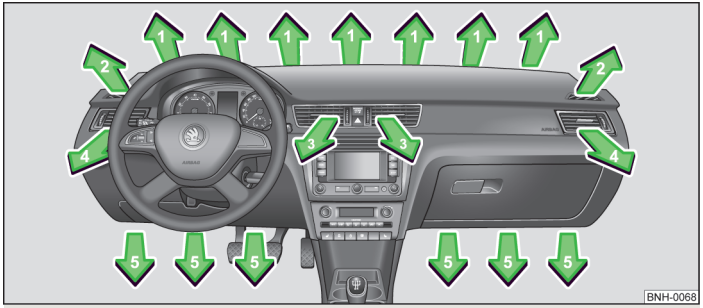
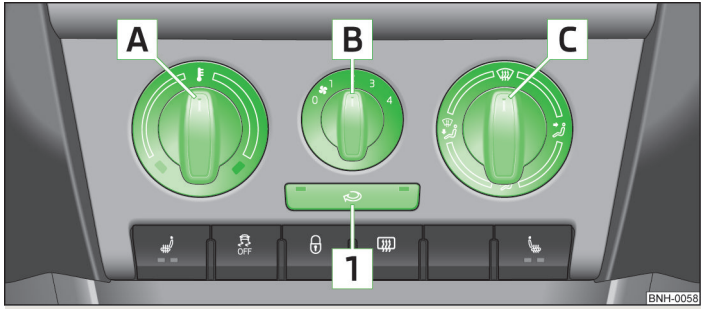

Fig. 58 **Air outlet vents**
Fig. 59 **Heating: Control elements**
› In order to change the strength of the air flow, swivel the horizontal lamellas with the aid of the moveable adjuster » Fig. 58.
Set the air supply to the individual vents with the air distribution control C » Fig. 59. Air outlet vents **3** » Fig. 58 and **4** can also be opened or closed individually.
› Turn the control dial A » Fig. 59 to the right to increase the temperature.
› Turn the blower switch B » Fig. 59 into one of the positions, 1 to 4, to switch the blower on.
› The direction of the inlet air flow is controlled with air distribution regulator C » Fig. 59 » page 59, *Air outlet vents*.
All controls apart from the blower switch B » Fig. 59 can be set to any desired intermediate position.
- Controls A » Fig. 59 » page 59, B, C and button 1.
› Press button 1 » Fig. 59 » page 59 and the indicator light in the button illuminates.
› Press button 1 » Fig. 59 » page 59 again. The indicator light in the button goes out.
Recirculated air mode is switched off automatically if the air distribution control C » Fig. 59 » page 59 is turned to position . Recirculated air mode can be switched on again from this setting by repeatedly pressing the button .